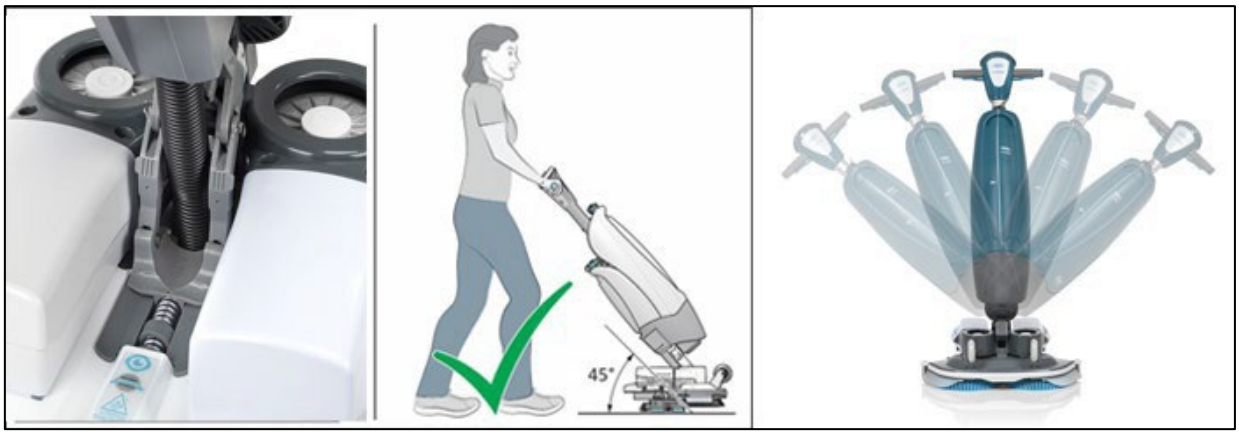

Figure 19
2. The i-balancer. (figure 19)